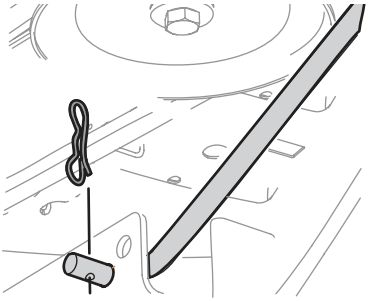

Fig. 46
14. Pull the bow-tie pin out of the front deck lift rod securing it to the deck (Fig. 46). Slide the deck lift rod out of the front hanger bracket.